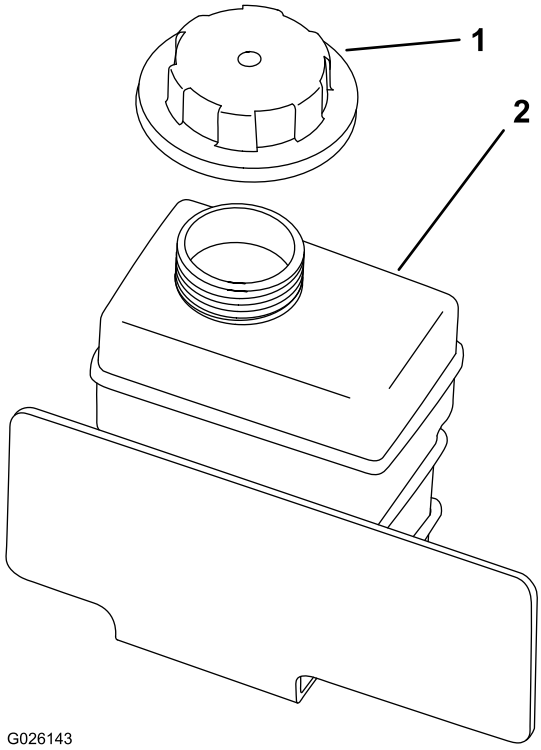

**Figur 61**
4. Ta bort locket på reservtanken (Figur 61).